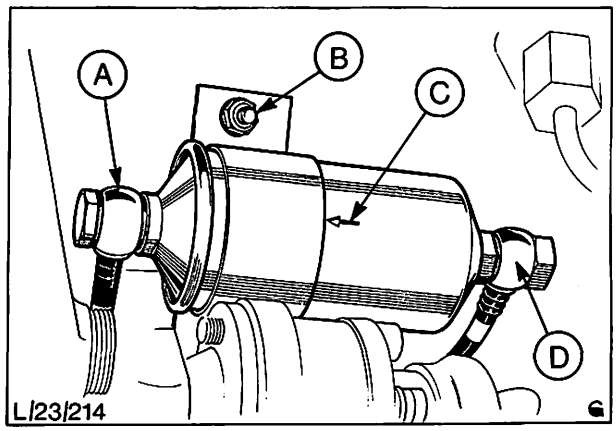

Abb. 97 Kraftstoffilter
7. Kraftstoffilter in Einbaulage bringen und befestigen, Abb. 97.